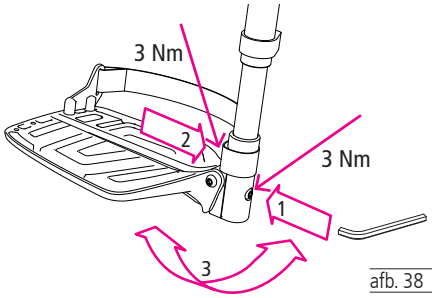

afb. 38
1. Draai de bout aan de binnenkant (1, afb. 38) en buitenkant (2, afb. 38) met een paar slagen los. U kunt nu de hoek van de voetplaat aanpassen (3, afb. 38).
2. Draai vervolgens de bout weer goed vast (1, 2, afb. 38) (3 Nm).